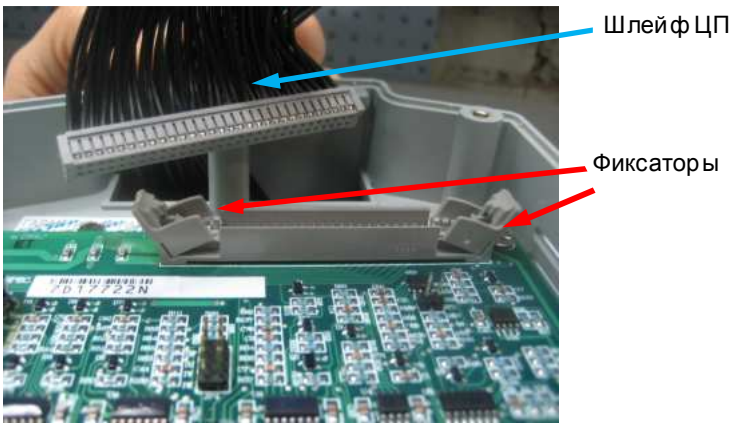

Рис. 6.4
6.3.1. Отжать в стороны фиксаторы разъёма на плате центрального процессора, отсоединить разъем шлейфа ЦП (рис. 6.4).